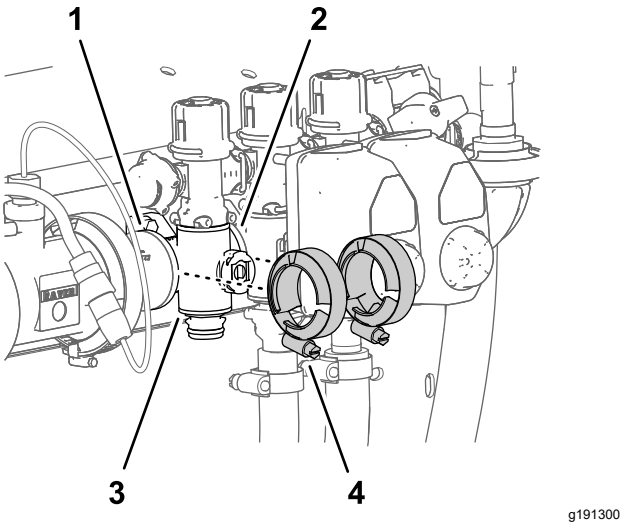

Figure 136
4. Loosely assemble the flange clamps that you removed in Removing the Section-Manifold Valve (page 85) to the flanges of the section-valve manifold and the flanges of the other section-valve (s) and/or coupling adapter (Figure 136).
7. Tighten the 2 flange clamps by hand (Figure 136).